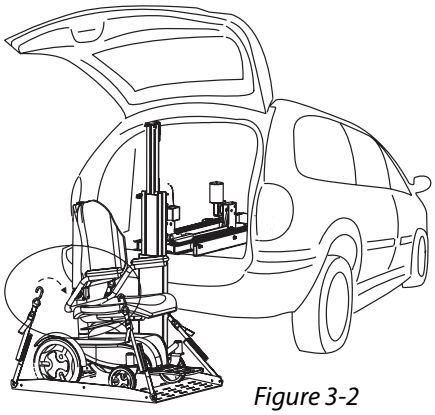

Figure 3-2
2. **Secure the Chair.** Each corner of the AL600 platform has a restraint attached, with a hook on the end. Place each hook in either the anchor plate slot or in each U-bolt. *[Figure 3-2]*